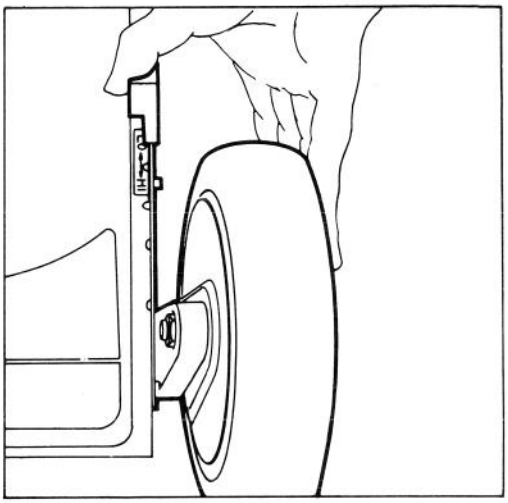

Abbildung 8
2. Zur leichteren Einstellung, Mähgehäuse anheben damit das Rad nich mehr auf dem Boden ist. Drücken sie den Schnitthöhen-Einstellhebel zum Rad hin (Abb. 8) und stellen Sie die gewünschte Schnitthöhe ein. Stellen